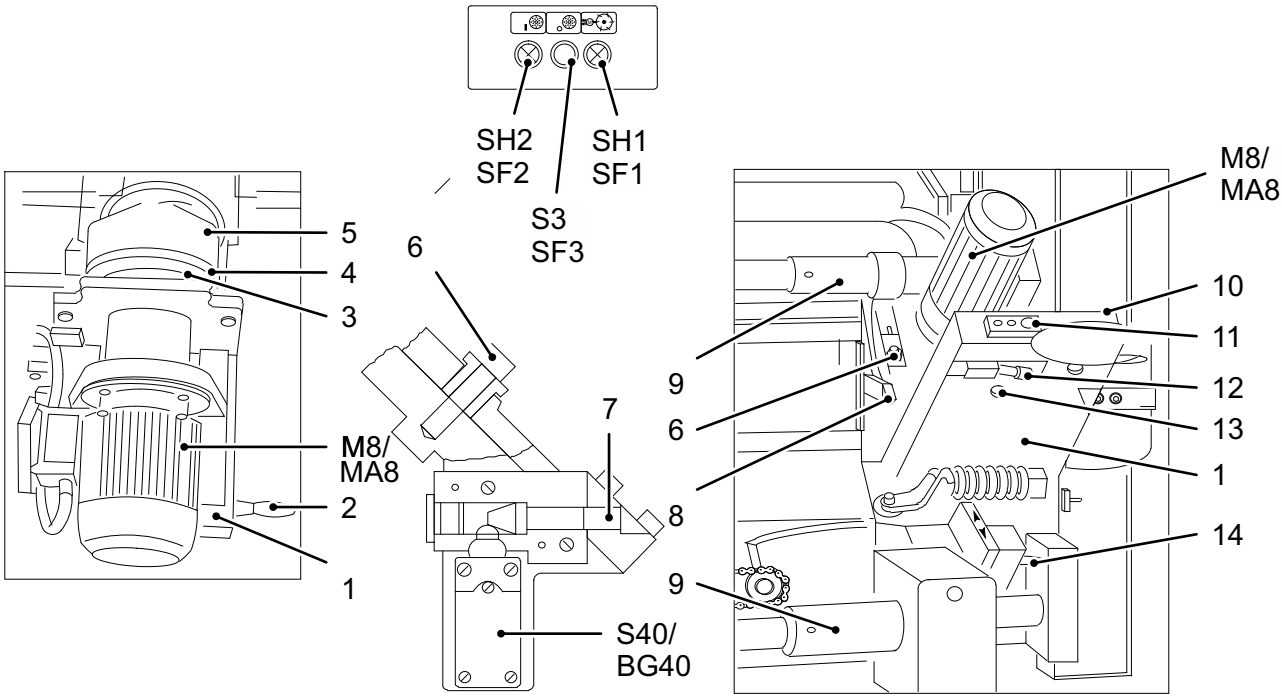

Fig. 39 *(0592_K100HWR.z.00071.00.svg)*
To gain access to the grinding wheel *(Fig. 39-5)*, swing down the spindle block *(Fig. 39-1)* with motor *(Fig. 39-M7)*.
11. Unscrew the safety pin *(Fig. 39-7)*, closing the contact on limit switch *(Fig. 39-S40)*.